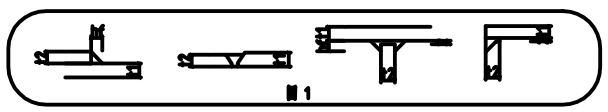

图1
板件详图1
1.1 板与板或管与板按图1中形式焊接时，焊脚尺寸要求见下表：